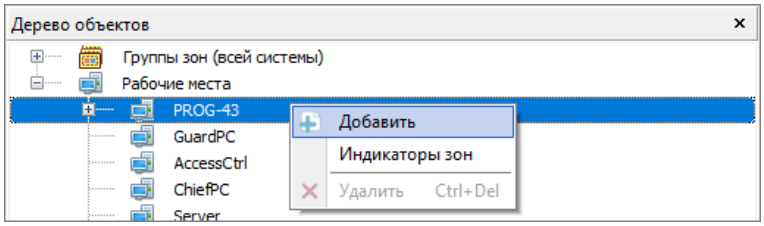

Рисунок 6-528 Контекстное меню для рабочего места в дереве планов
– либо кликните правой клавишей мыши по рабочему месту в дереве планов и выберите в контекстном меню рабочего места (см. Рисунок 6-528) команду «Добавить»;